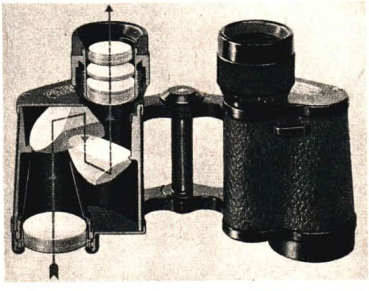

Abb. 74. Strahlengang im Prismenfernglas (Carl Zeiss Jena VEB)
b) Der Feldstecher. Um das astronomische Fernrohr auch für Beobachtungen auf der Erde ausnutzen zu können, muß man das umgekehrte Bild, das dieses Fernrohr liefert, aufrichten. Dies wird bei den sogenannten *Prismen-Feldstechern* in einer optisch sehr günstigen Weise erreicht. Sie wurden nach den Angaben von Ernst Abbe gegen Ende des vorigen Jahrhunderts zuerst vom Carl-Zeiss-Werk in Jena hergestellt (Abb. 74). Feldstecher sind für jedes Auge mit je einem Fernrohr ausgestattet. In den Strahlengang jedes Rohres sind je zwei *Glasprismen* eingebaut, an deren Flächen die Lichtstrahlen viermal wie an einem Spiegel zurückgeworfen werden. Dabei wird in einem der beiden Prismen oben und unten vertauscht, d. h. das Bild er-